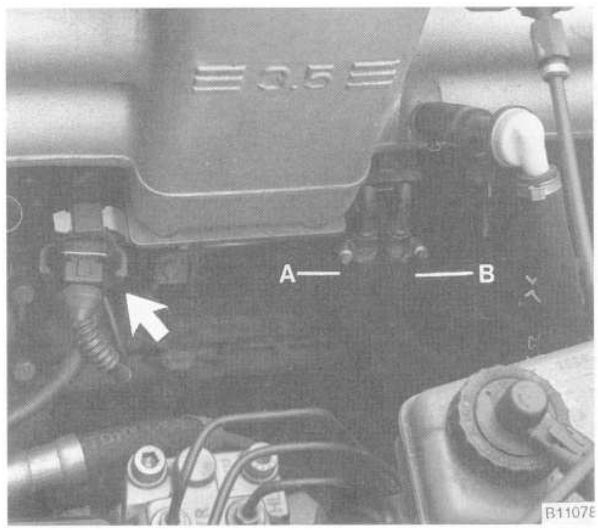

Fig. 38. Fuel return (**A**) and supply (**B**) lines beneath intake manifold. Also disconnect connector from EVAP canister purge valve.
14. Working beneath the intake manifold, label and then disconnect the fuel supply and fuel return lines. Disconnect the harness connector from the charcoal (EVAP) canister purge valve. See Fig. 38.